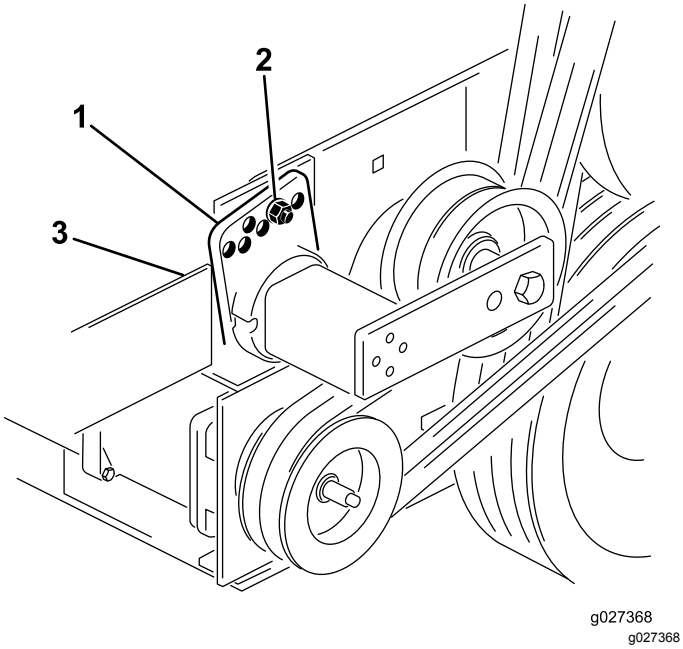

Рисунок 13
3. Снимите болт и гайку, которые крепят направляющую натяжителя к креплению привода, чтобы снять натяжение ремня (Рисунок 13).